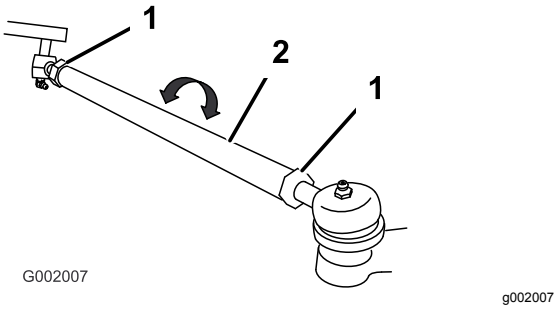

Figur 49
5. Om måttet inte hamnar inom angivet område ska du lossa kontramuttrarna i båda ändarna av dragstängerna (Figur 49).